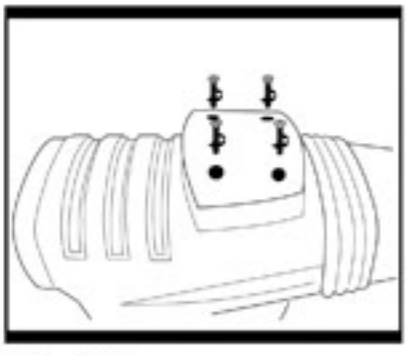

Fig. 10
11. LUBRIFICATION DU MARTEAU (Fig. 10)